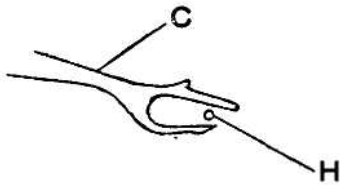

Рис. 23
2. Когда нитевой крючок расположен в крайнем левом положении (рис. 23) после завершения выше описанных регулировок, острие иглы «H» должно располагаться посередине зубца нитевого крючка «C». Игла также может пройти сквозь нитевой крючок в положении чуть ниже его середины. Необходимо выполнить более точную регулировку, если острие иглы соприкасается с нитевым крючком.
(4) Регулировка расположения нитевого крючка